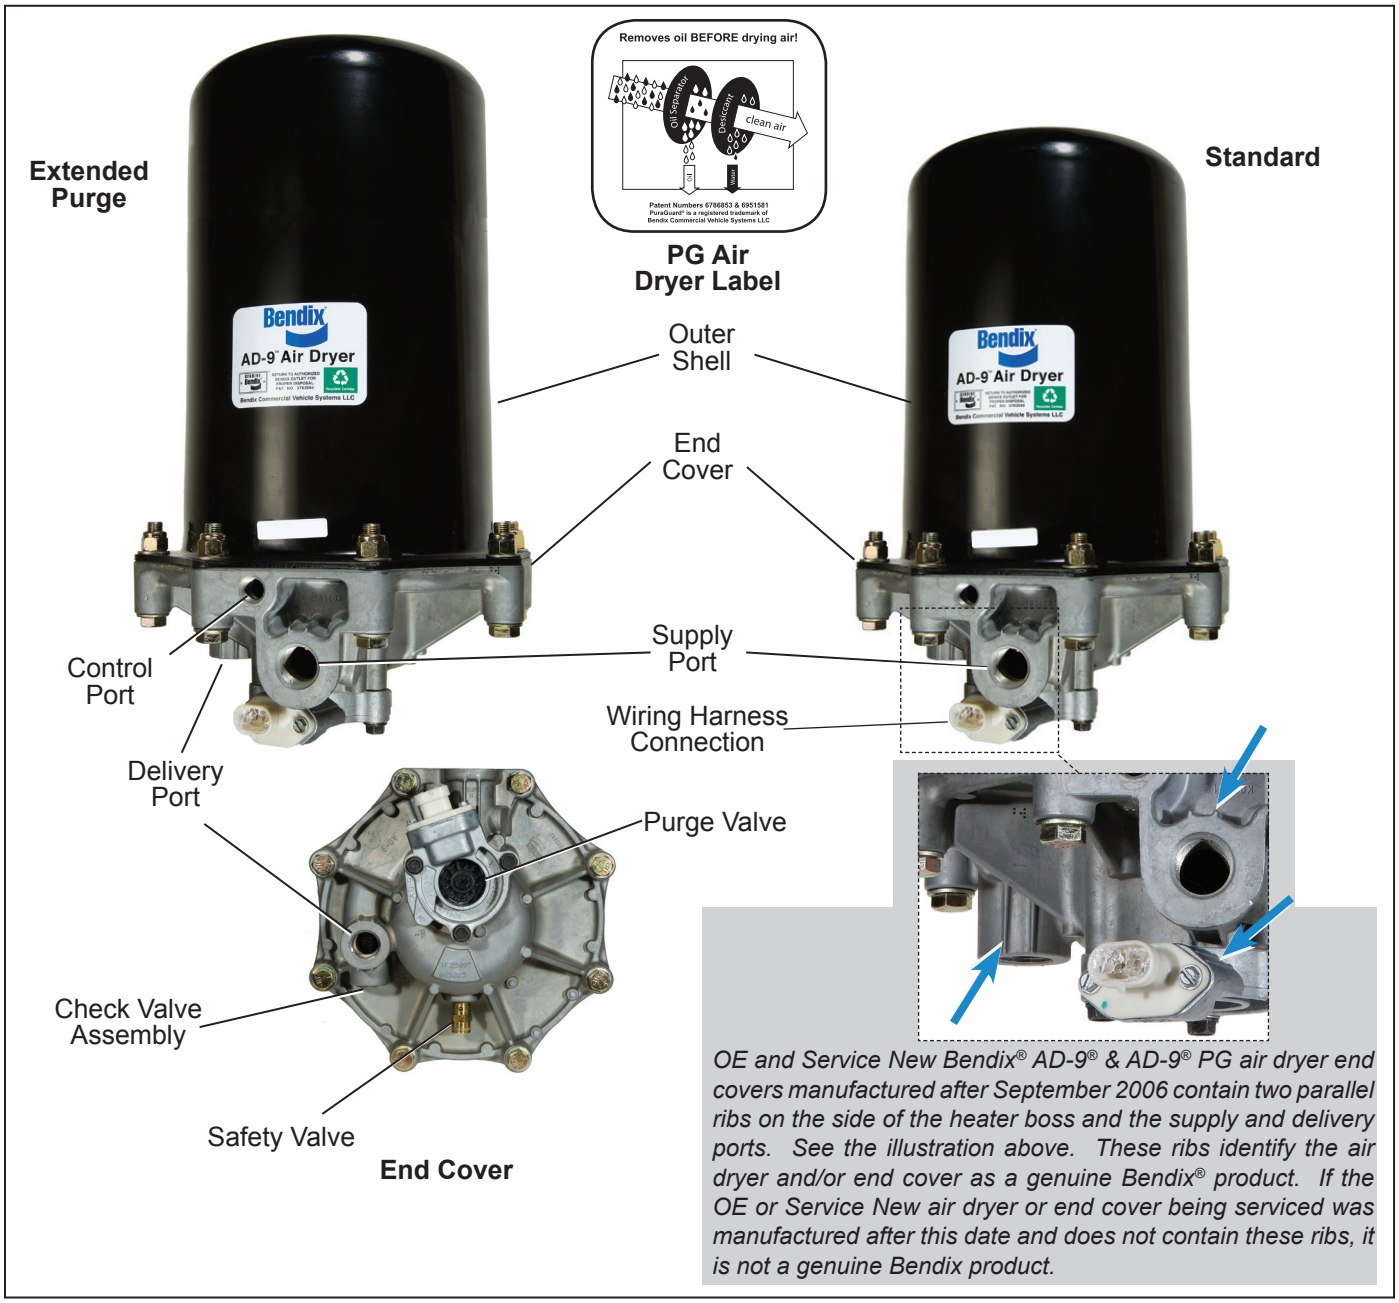

Figure 1 – Bendix® AD-9® & AD-9® PG (with PuraGuard® Oil Coalescing Filter) Air Dryers
The AD-9 PG air dryer appears identical to the standard AD-9 air dryer, but contains a coalescing media at the inlet of the desiccant bed. This coalescing media provides a higher level of oil removal over the standard AD-9 air dryer. The AD-9 PG air dryer has all the same functions of the standard AD-9 air dryer, and is used where oil is contaminating downstream components. The Bendix AD-9 PG air dryer can be identified by the PG label (shown in Figure 1) located on the air dryer housing.
3. Identify and disconnect the three air lines from the end cover and note the position of the end cover ports relative to the vehicle. *See Figure 1*.